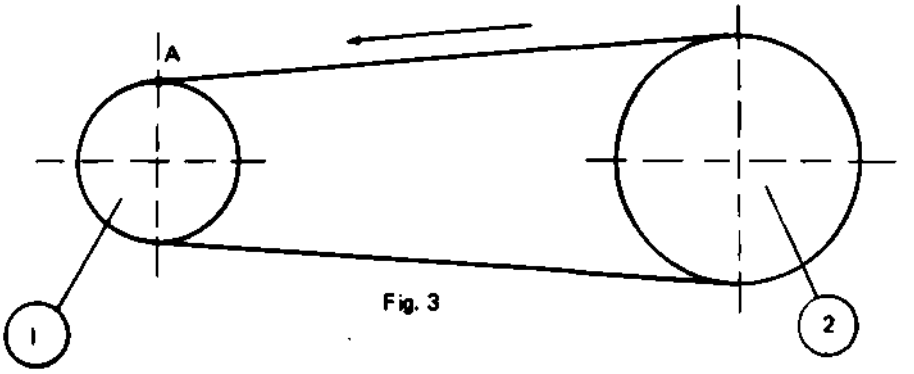

Fig. 3
3. Duas polias estão unidas por meio de uma correia, como mostra a Fig. 3. Sendo a velocidade da polia 1 igual a 1.800 rpm e seu diâmetro 20 cm, pede-se :